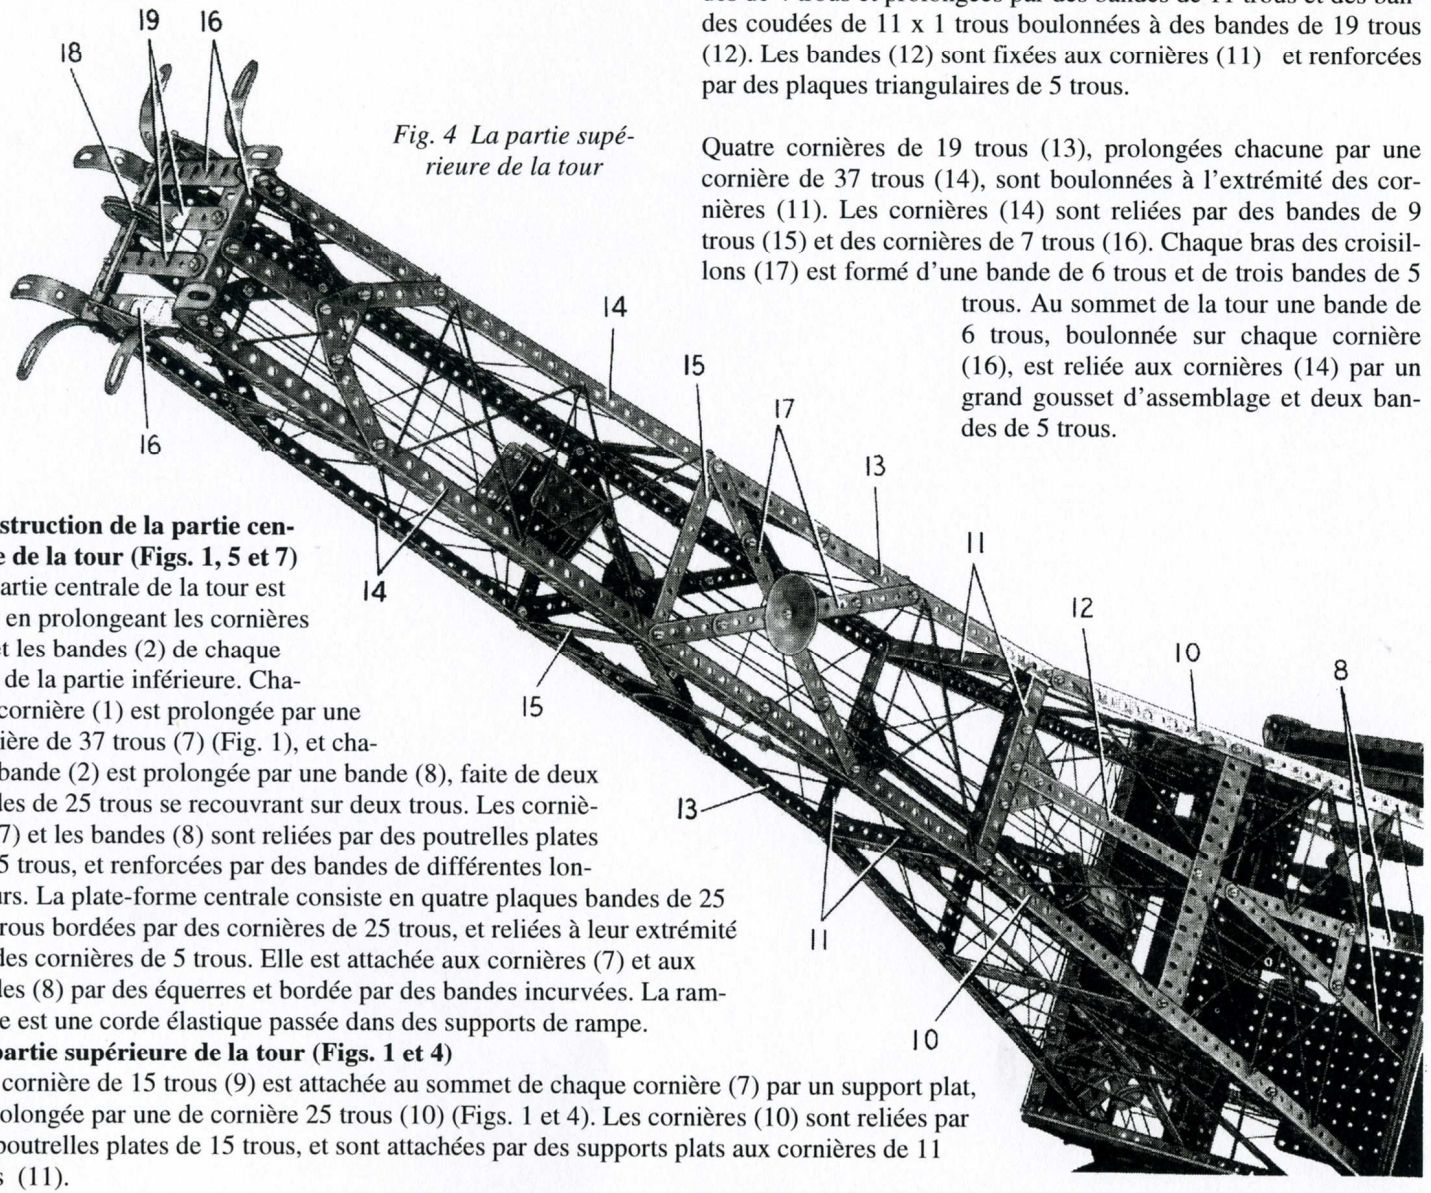
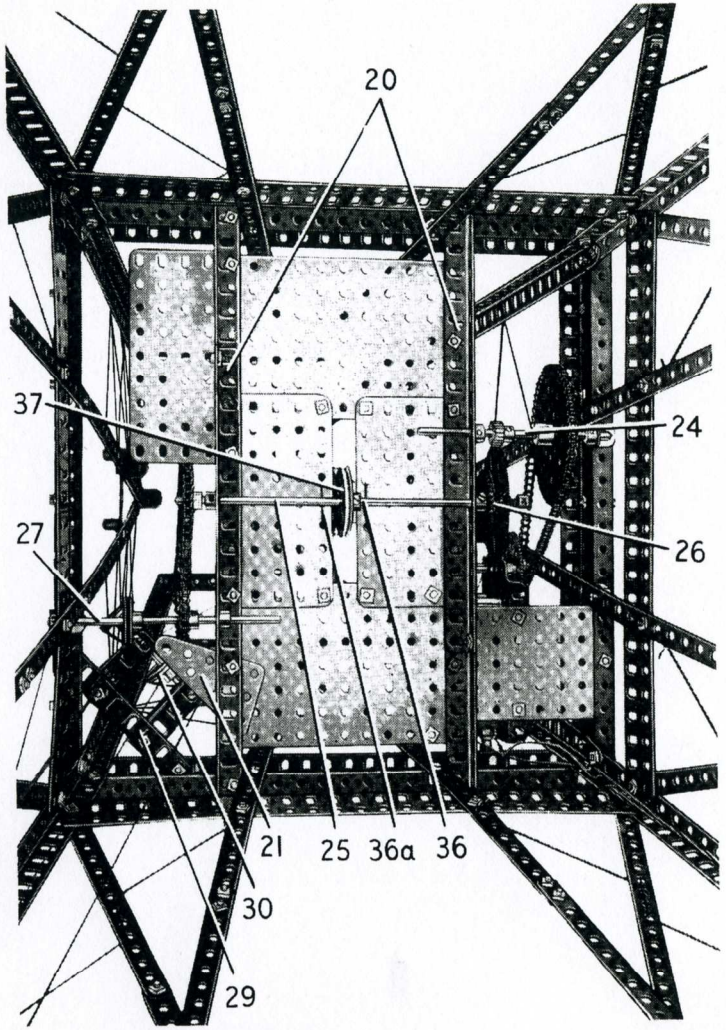

Fig. 4 La partie supérieure de la tour
Fig. 6 La plate-forme centrale vue par en dessous.
La plate-forme supérieure consiste en quatre plaques flexibles de 9 x 5 trous bordées par une bande de 9 trous et une cornière de 9 trous (Fig. 3), et quatre plaques flexibles de 5 x 3 trous renforcées par des bandes et des cornières de 3 trous. Les cornières de 9 trous et de 3 trous sont boulonnées ensemble à leurs extrémités, et les coins supérieurs des plaques flexibles sont reliés par des équerres à 135 degrés. La plate-forme est supportée par 8 bandes cintrées à glissières fixées aux cornières (16) (Fig. 4).
Deux cornières composées de 25 trous (20) (Fig. 6) sont boulonnées en dessous de la plate-forme centrale et supportent deux plaques sans rebord de 11 x 7 trous et quatre plaques de 9 x 5 trous, disposées comme le montrent les Figs. 5 et 6. Une plaque flexible triangulaire de 5 x 3 trous (21) est placée comme indiqué à l'un des angles de la plate-forme.
Une roue de chaîne de 28 dents fixée sur la tringle (25) est reliée à une roue de chaîne de 14 dents fixée sur une tringle de 13 cm (27) (Fig. 6). Cette tringle passe dans une des cornières (20) et dans une équerre boulonnée sous la plate-forme. Une courroie relie une poulie de 25 mm fixée sur la tringle (27) à une poulie identique fixée sur une tringle de 6 cm (28) (Fig. 5). La tringle (28) est supportée par deux cornières de 4 trous boulonnées sur une cornière composée (29), constituée d'une cornière de 6 trous et d'une cornière de 3 trous boulonnées ensemble. Une poulie de 25 mm (30) est fixée sur la tringle (28).
Chacun des deux ascenseurs qui opèrent entre la plate-forme centrale et le sommet de la tour est obtenu en boulonnant deux bandes coudées de 5 x 1 trous entre les rebords d'une plaque à rebords de 5 x 3 trous. Une équerre cornière est fixée à l'une des bandes coudées, et une poutrelle plate de 3 trous (35) (Fig. 5) est boulonnée à chaque rebord de la plaque à rebords. La corde servant de guide aux ascenseurs est attachée à l'une des bandes (19) (Fig. 4), passée dans les poutrelles plates (35) d'un des ascenseurs, et dans le plancher de la plate-forme centrale en (36) (Fig. 6). La corde passe ensuite dans les poutrelles plates (35) du deuxième ascenseur, puis dans un trou de chacune des bandes (19) avant de passer de nouveau dans les poutrelles plates du deuxième ascenseur. La corde repasse dans le plancher de la plate-forme centrale en (36a) (Fig. 6), puis dans les poutrelles plates du premier ascenseur, avant d'être finalement attachée à l'une des bandes (19).
La corde actionnant les deux ascenseurs est attachée à la boucle supérieure d'un ressort de traction placé dans l'un des ascenseurs. Elle passe ensuite à travers la poutrelle plate de 3 trous supérieure de l'ascenseur, sur la poulie (18), et à travers la poutrelle plate de 3 trous supérieure du deuxième ascenseur, où elle est attachée à la boucle supérieure d'un autre ressort de traction. Une corde attachée à la boucle inférieure de ce ressort passe dans la poutrelle plate de 3 trous inférieure, autour d'une poulie de 38 mm (37) (Fig. 6) sur la tringle (25), à travers la poutrelle plate de 3 trous inférieure du premier ascenseur, pour être finalement attachée à la boucle inférieure du ressort de traction placé dans cet ascenseur.